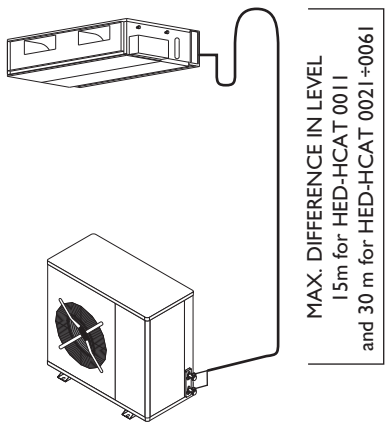

Fig. 1
2. If the outdoor unit is lower than the indoor unit, a drain trap must be fitted to avoid fluid returning towards the compressor (see Fig. 1).